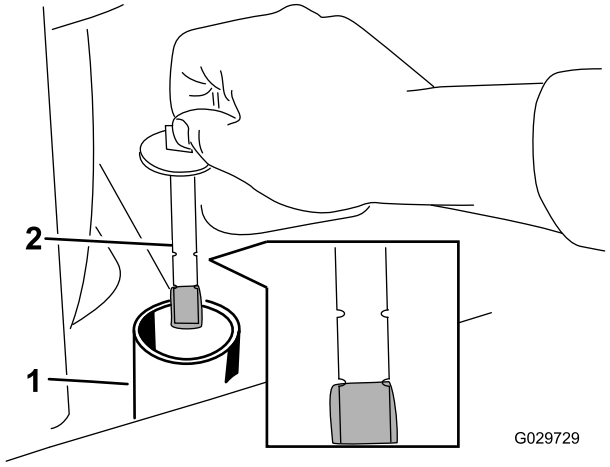

Rysunek 28
8. Zdejmij korek z szyjki wlewu i sprawdź poziom płynu na wskaźniku (Rysunek 28).